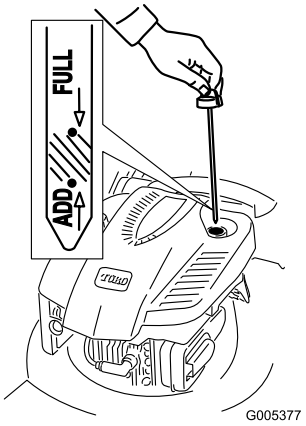

Bild 10
1. Ziehen Sie den Peilstab heraus (Bild 10).
2. Füllen Sie das Öl **langsam** in den Einfüllstutzen ein, um den Ölstand auf die Marke **Voll** am Peilstab anzuheben.Bild 10 **Füllen Sie nicht zu viel ein.** Max. Füllstand: 0,59 l des Typs: Waschaktives SAE 30-Öl mit der Klassifizierung SF, SG, SH, SJ, SL oder höher durch das American Petroleum Institute (API).
1. Nehmen Sie den Peilstab heraus und wischen Sie ihn ab. Stecken Sie ihn dann ganz ein (Bild 10).
2. Nehmen Sie den Peilstab heraus und prüfen Sie den Ölstand (Bild 10). Wenn der Ölstand unter der **Nachfüll**-Marke ist, gießen Sie **langsam** Öl in den Einfüllstutzen, um den Ölstand auf die **Voll**-Marke am Peilstab anzuheben. **Füllen Sie nicht zu viel ein.** (Max. Füllstand: 0,59 l des Typs: Waschaktives SAE 30-Öl mit der Klassifizierung SF, SG, SH, SJ, SL oder höher durch das American Petroleum Institute (API)).